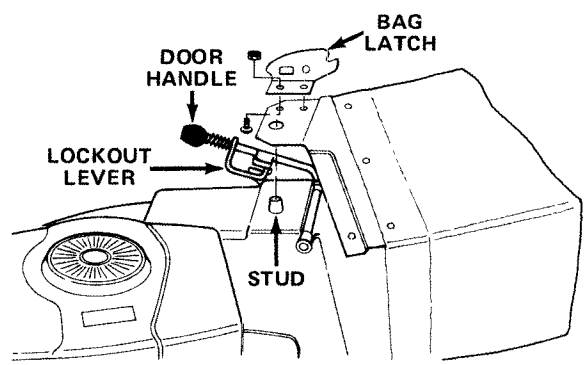

Figure 3
1. Install bag latch on top of bag frame with two low-profile screws and lock nuts (Fig. 3). Nuts must be installed on top of latch. Tighten both lock nuts securely.
3. Move rear door handle fully forward (Fig. 3). Slide guide hole in bag frame onto locating stud (Fig. 3), and set bag frame on lower handle.
4. Squeeze lockout lever (Fig. 3) until it disengages the latch; then move rear door handle (Fig. 3) fully to the rear until it locks in the notch. The door is now open fully.